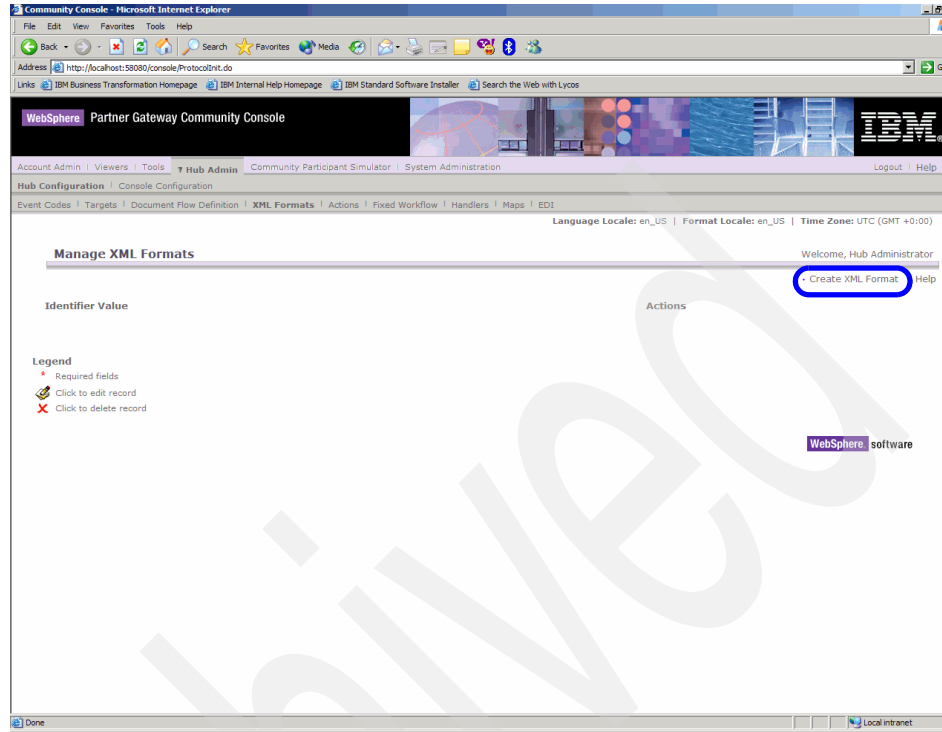

Figure 10-9 Manage XML formats in WebSphere Partner Gateway
2. The Manage XML Formats window (Figure 10-9 on page 291) opens. Click **Create XML Format.**